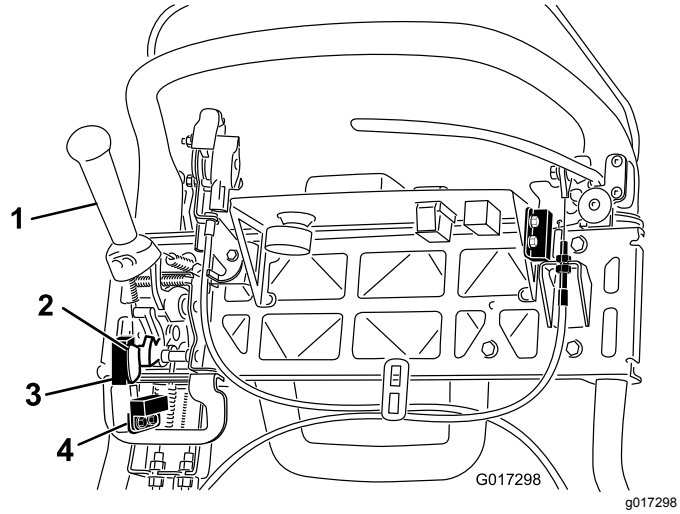

Figur 44
4. Lossa fästelementen på säkerhetsbrytaren (Figur 44).
5. Placera ett 1,6 mm tjockt mellanlägg mellan hjuldrivningsspaken och säkerhetsbrytaren (Figur 44).
4. Lossa fästelementen på klipparens givare (Figur 44).
5. Placera ett 1,6 mm tjockt mellanlägg mellan flaggan för klipparens givare och klipparens givare (Figur 44).